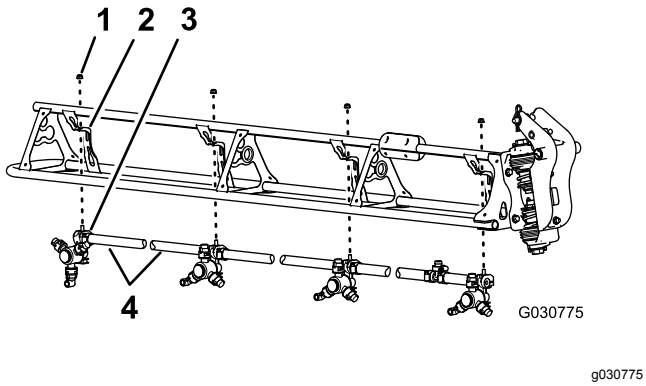

Figur 132
1. Skær slangen mellem de 2 sprøjtedyser (Figur 132).
2. Fjern flangelåsemøtrikken (5/16 tomme), der fastgør sprøjtedyse til dysestøtten (Figur 132).